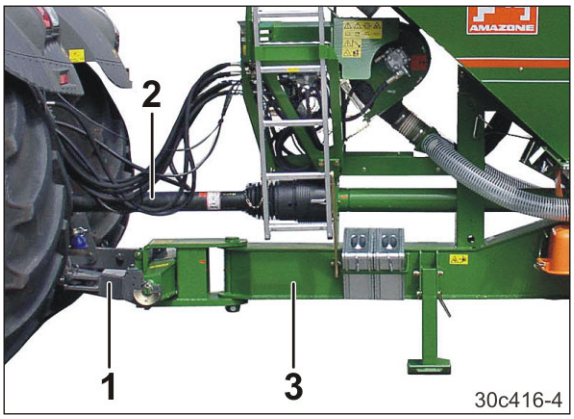

Fig. 198
6. Die Traktorunterlenker soweit absenken/anheben, bis der Maschinenrahmen (Fig. 198/3) parallel zum Boden verläuft.
> Die Hubhöhe der Traktor-Unterlenker (Fig. 198/1) begrenzen!
> Die Maschine darf die Gelenkwelle (Fig. 198/2) beim Anheben der Unterlenker nicht berühren (Bruchgefahr).